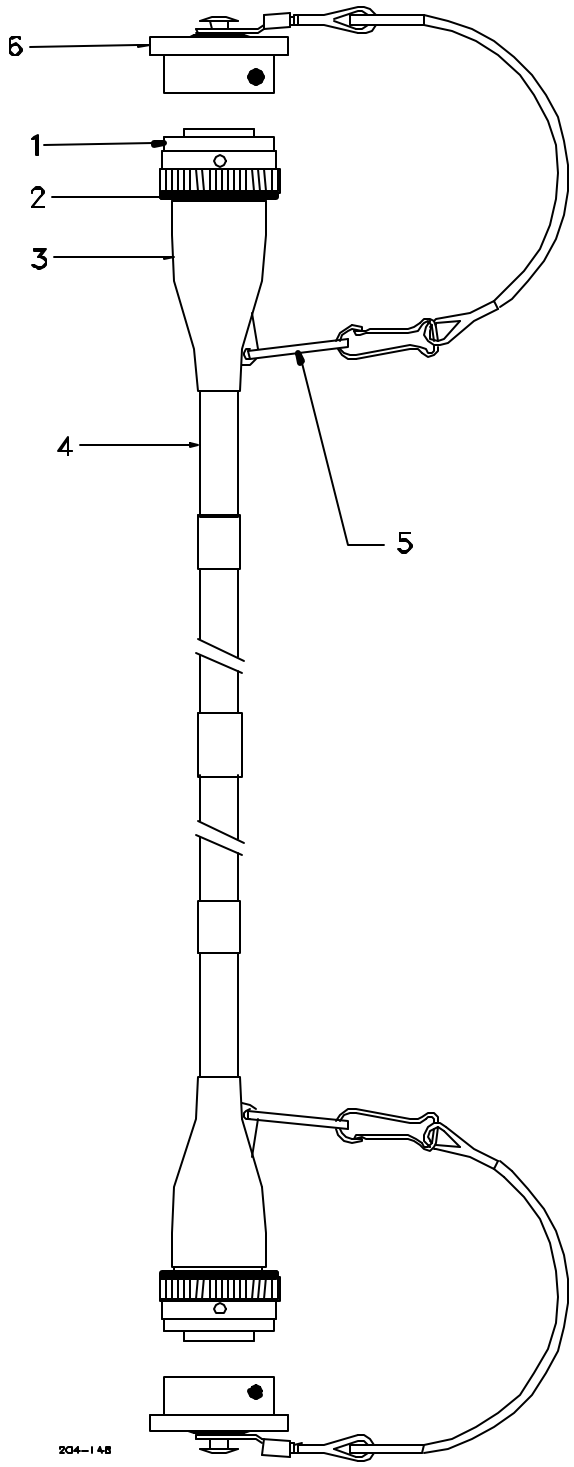

Figure H-16. MCA-CCA Cable, Repairing
H.9.4 General Repair Requirements (Refer to Figure H-16)